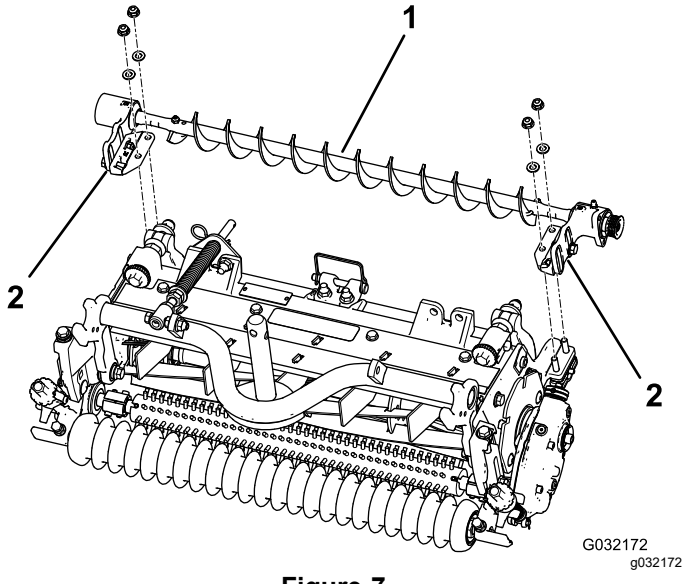

Figure 7
4. Placez les supports de montage de brosse de rouleau gauche et droite sur les boulons de supports (Figure 7).